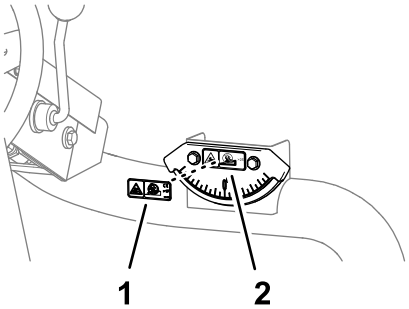

Figur 39
1. Tør hældningsmærkaten på hældningsindikatoren af med sprit, og lad mærkaten tørre (Figur 39).
2. Fjern bagsiden af CE-hældningsfaremærkaten, og sæt den på hældningsmærkaten på hældningsindikatoren (Figur 39).